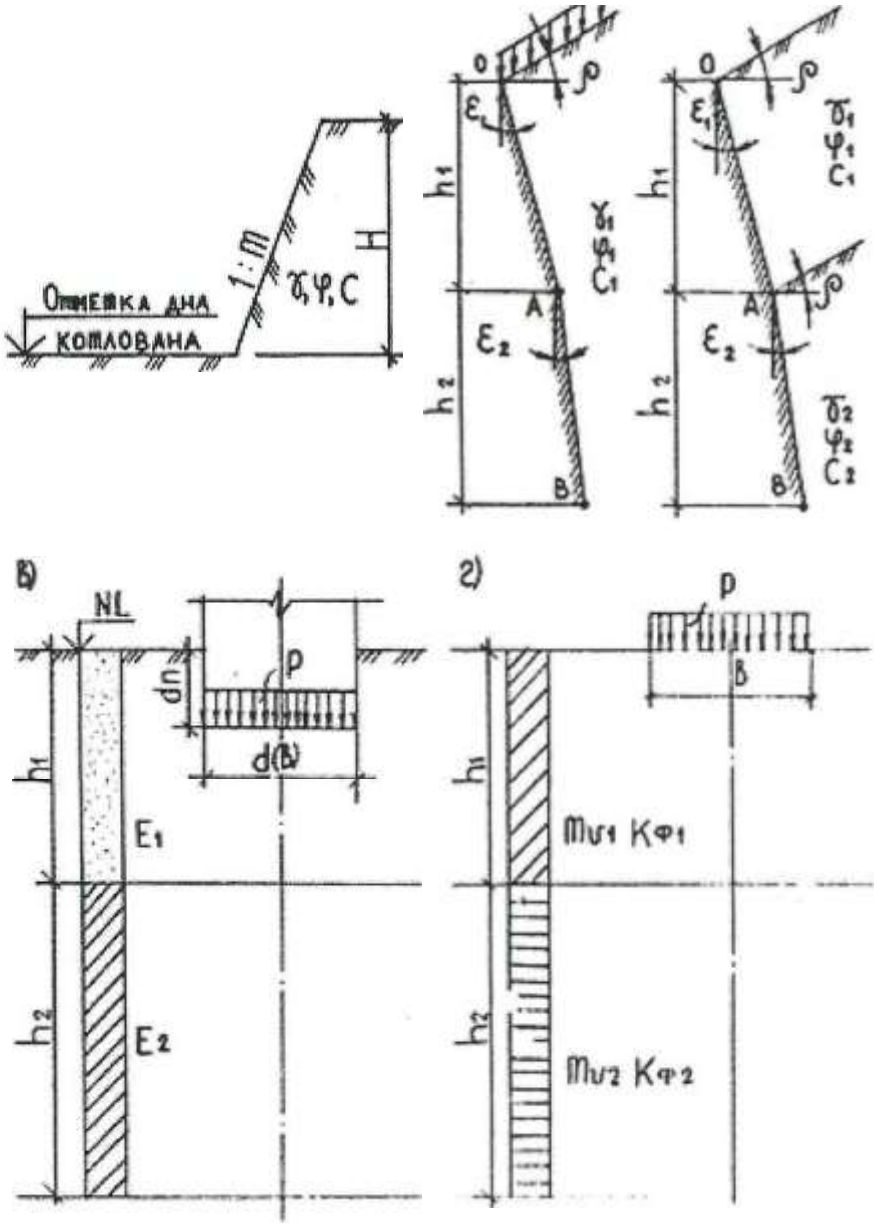

Рисунок 3.2. Расчетные схемы к задачам 3, 4, 5
3.1 Для расчетной схемы (рис. 3.2а) с выбранными по шифру из табл. 7 исходными данными требуется определить методом круглоцилиндрических поверхностей скольжения величину коэффициента устойчивости откоса
5.1 Для расчетной схемы (рис. 3.2в) с выбранными по шифру из табл. 9 исходными данными требуется определить среднюю осадку основания методом послойного суммирования.
5.2 Для расчетной схемы (рис. 3.2г) с выбранными по шифру из табл. 10 исходными данными требуется определить полную стабилизированную осадку основания абсолютно жесткого фундамента с прямоугольной площадью подошвы, изменение осадки во времени. Расчет осадки выполнить, применяя метод эквивалентного слоя грунта. Построить график изменения осадки основания фундамента во времени.